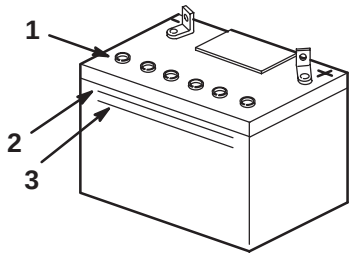

Figure 16
2. Observez le côté de la batterie. Le niveau de l'électrolyte doit atteindre le trait Supérieur (Fig. 16). Ne laissez pas l'électrolyte descendre en dessous du trait Inférieur (Fig. 16).
3. Enlevez les bouchons d’aération de la batterie (Fig. 16).
4. Versez de l’eau distillée avec précaution dans chaque élément jusqu’au repère Supérieur (Fig. 16) sur le côté de la batterie.
5. Attendez cinq à dix minutes après avoir rempli les éléments. Ajoutez de l’eau distillée au besoin, pour amener le niveau au repère Supérieur (Fig. 16) sur le côté de la batterie.